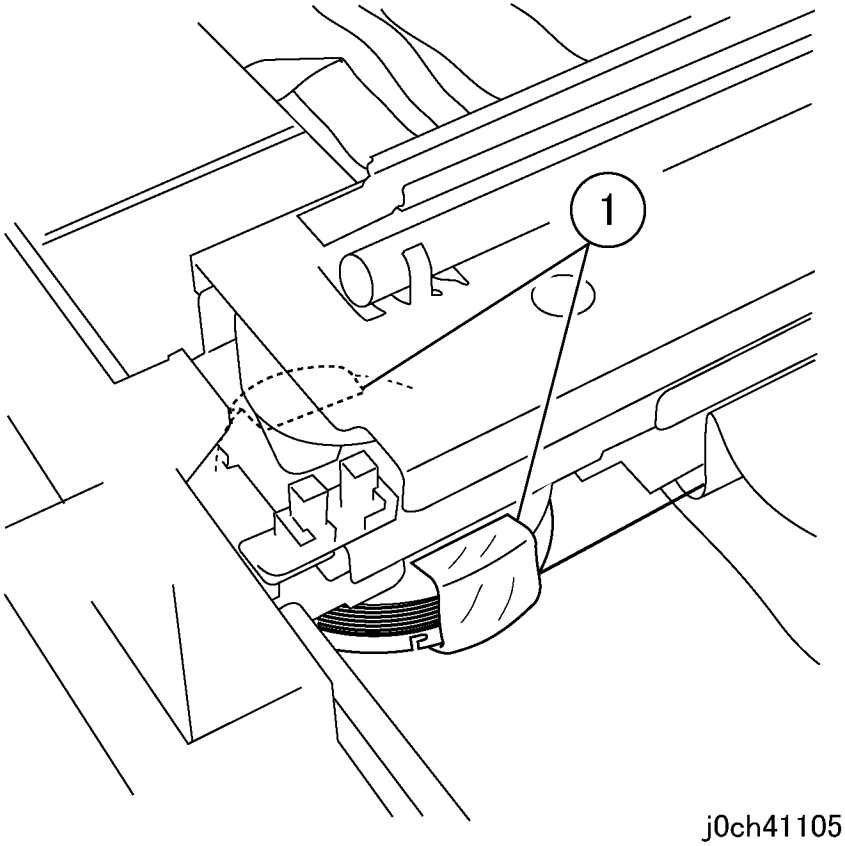

Рисунок 3 Закрепление тросика (j0ch41105)
4. Закрепите тросик лентой (рисунок 3).